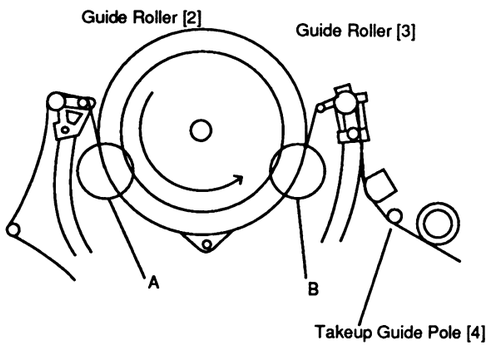

Fig. M3
1. Play back a cassette tape and confirm that the tape runs without curling or creasing at the guide rollers [2] and [3] and at the point A and B on the lead surface. (Refer to Fig M3 and M4).
2. If curling or creasing is apparent, adjust the height of guide rollers by turning the top of guide rollers [2] and [3] with Post Adjustment Screwdriver. (Refer to Fig. M3 and M4)
Play back a cassette tape and confirm that the tape running between Takeup Guide Pole [4] in Fig. M3 and Audio Contorl Head has no slack. If tape has slack, adjust the Control Head by turning tilt adjustment screw in Fig. M7 so that the tape has no slack.